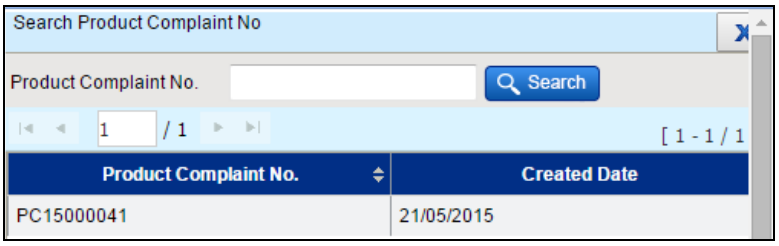

Figure 3.1.2-3 Search Product Complaint No.
- *System will display the Search Product Complaint No. window as shown in Figure 3.1.2-3.*
- *This field allows the user to enter partial or full criteria for Product Complaints No. and click on the* Search *button. Double-click to select a Product Complaint No. and the details of the item(s) will be displayed as shown in Figure 3.1.2-2.*